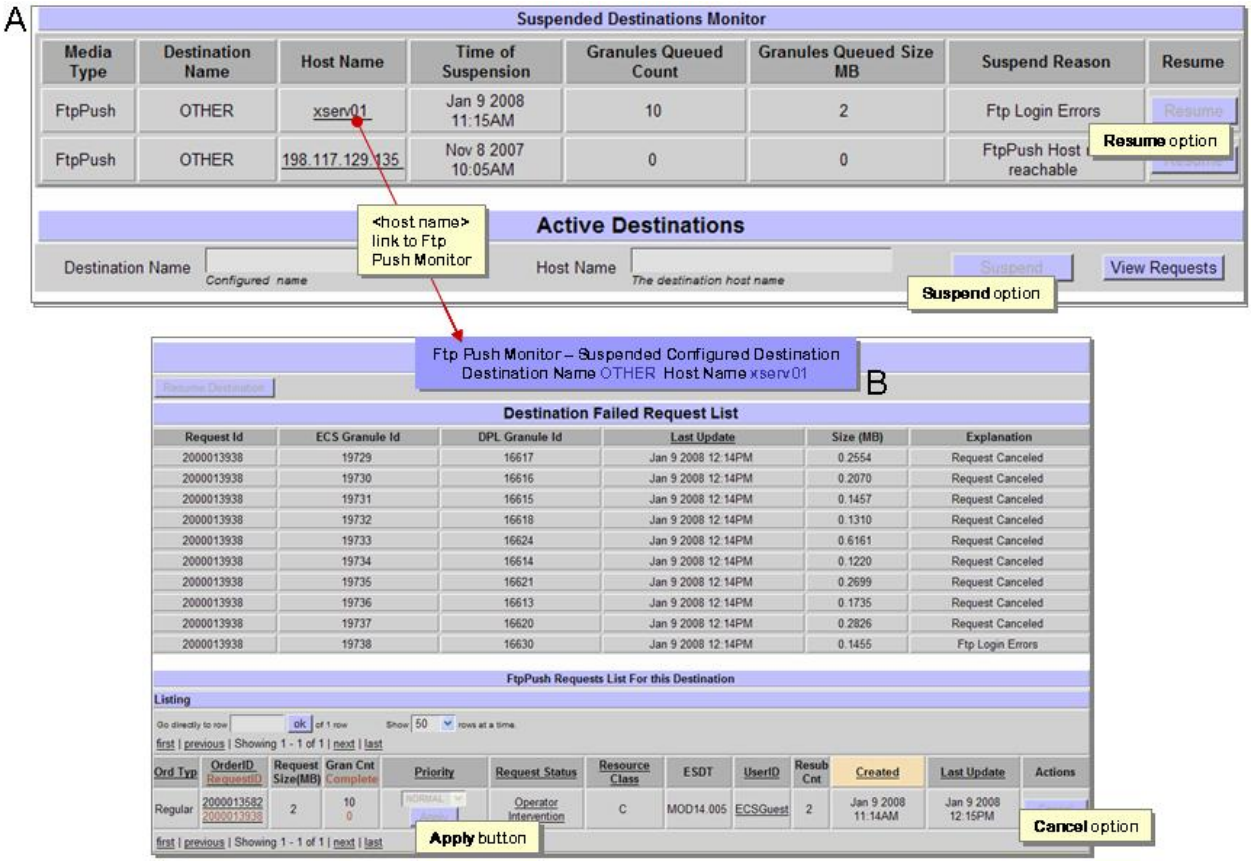

Figure 15.7-1. Suspended Destinations Monitor (A) and Ftp Push Monitor-Suspended Configured Destination (B) Pages
3 Observe information displayed on the **Suspended Destination Monitor** page (Figure 15.7-1, Frame A).
- The **FtpPush Requests List For this Destination** page (Figure 15.7-1, Frame B) displays.
The **Host Name Details** (Destination Details) page (Figure 15.7-1, Frame B) provides the full-capability Operator the ability to view detailed data of a particular destination and can perform the following actions:
- The **Ftp Push Monitor-Suspended Configured Destination** page displays (Figure 15.7-1, Frame B).